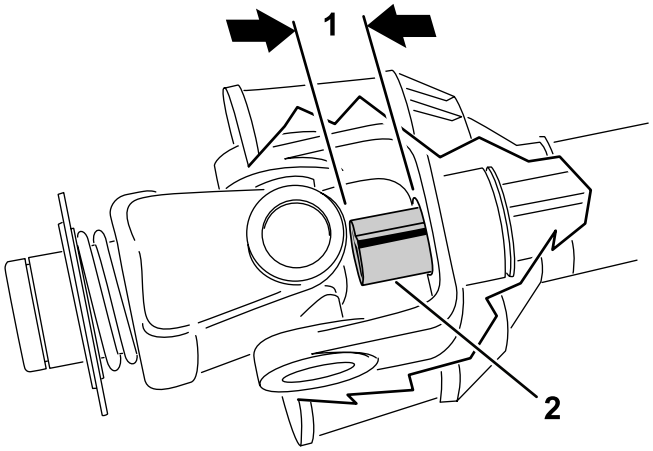

Rysunek 16
9. Całkowicie zsuń do siebie rury wału PTO. Upewnij się, że **wewnętrzna** rura nie wchodzi do obszaru krzyżaka i łożyska rury zewnętrznej (Rysunek 16). W takiej sytuacji konieczne jest **dalsze** ścięcie rury wewnętrznej – przejdź do kolejnego kroku.
10. Zmierz odległość, na jaką wewnętrzna rura wchodzi do obszaru krzyżaka i łożyska rury zewnętrznej (Rysunek 16). Dodaj tę odległość do wymiaru uzyskanego w kroku 8.